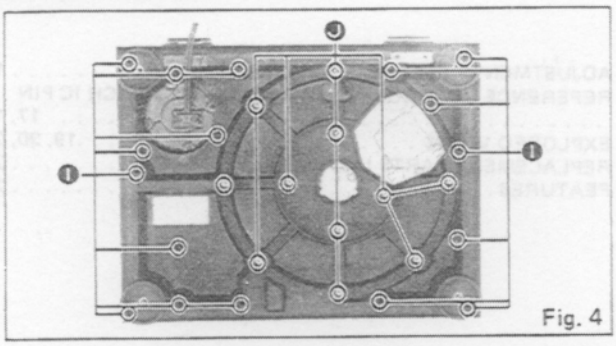

Fig. 4
9. Remove 17 screws and spacer Ⓘ as show in Fig. 4.
10. Remove 11 screws Ⓙ as shown in Fig. 4.